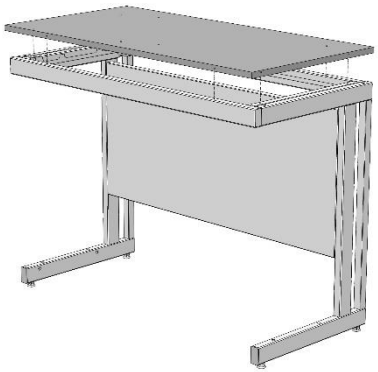

Рис. 1. Установка рабочей поверхности
6.3. Прикрепить её к каркасу, используя саморезы 4х16 или 4,2х9,5 (в зависимости от материала столешницы и ширины стола, до 14 шт.) *(Рис. 1).*